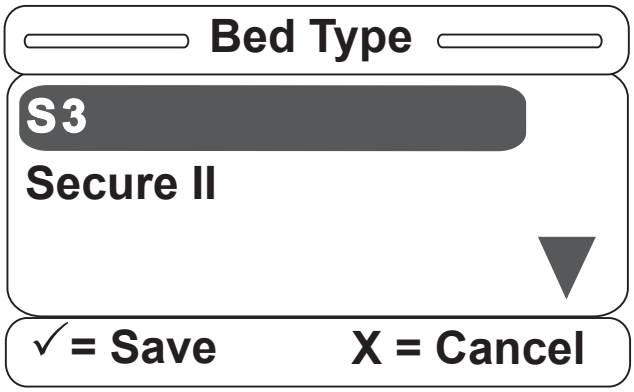

Figure S-2
2. Once the user selects the Bed Type item and hits “Enter” on the footboard panel, Figure S-2 will be displayed. To select an item hit “Enter” on the footboard panel. **Choose S3.**